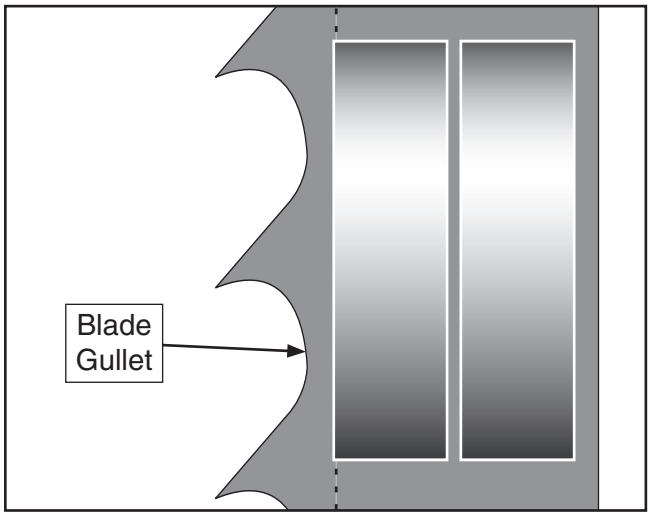

Figure 46. Lateral adjustment of blade guides.
4. Loosen the lateral adjustment rod bolt, loosen the support bearing adjustment shaft bolt, and adjust the blade guides until the edges of the bearings are 1/16" behind the blade gullets, as illustrated in **Figure 46**.